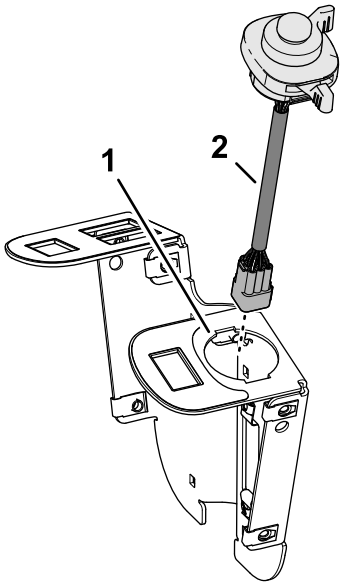

Figur 31
2. Sæt multifunktionskontakten i hullet på 51 mm i kontaktbeslaget som vist i Figur 31.